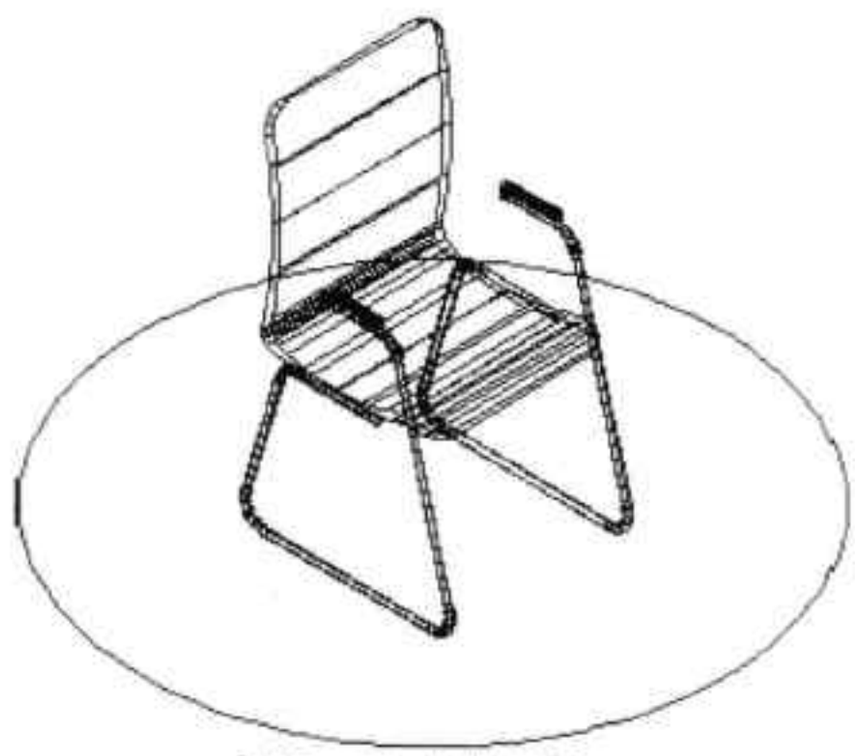

图11-43 绘制圆形
Step04 执行“圆”命令，绘制一个半径为 800mm 的圆，如图 11-43 所示。